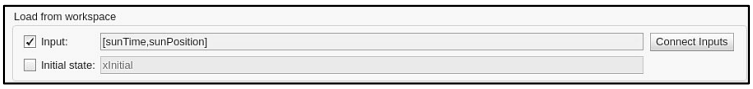

Figure 9
5. Select the import block → Go to modelling → model settings → Data import/export from the left-hand panel. Tick the Input button and type [sunTime,sunPosition] in the text box as shown in Figure 9.